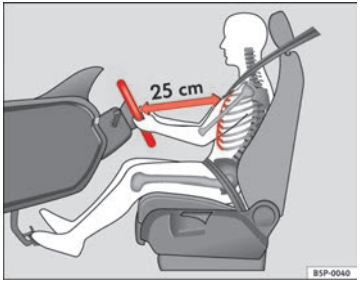

Fig. 1 The correct distance between driver and steering wheel
– Adjust the steering wheel so that there is a distance of at least 25 cm between the steering wheel and the centre of your chest ⇒ Fig. 1.
- **Adjust the driver seat so that there is at least 25 cm distance between the centre of the chest and the centre of the steering wheel ⇒ Fig. 1. If distance is less than 25 cm, the airbag system may not protect you properly.**